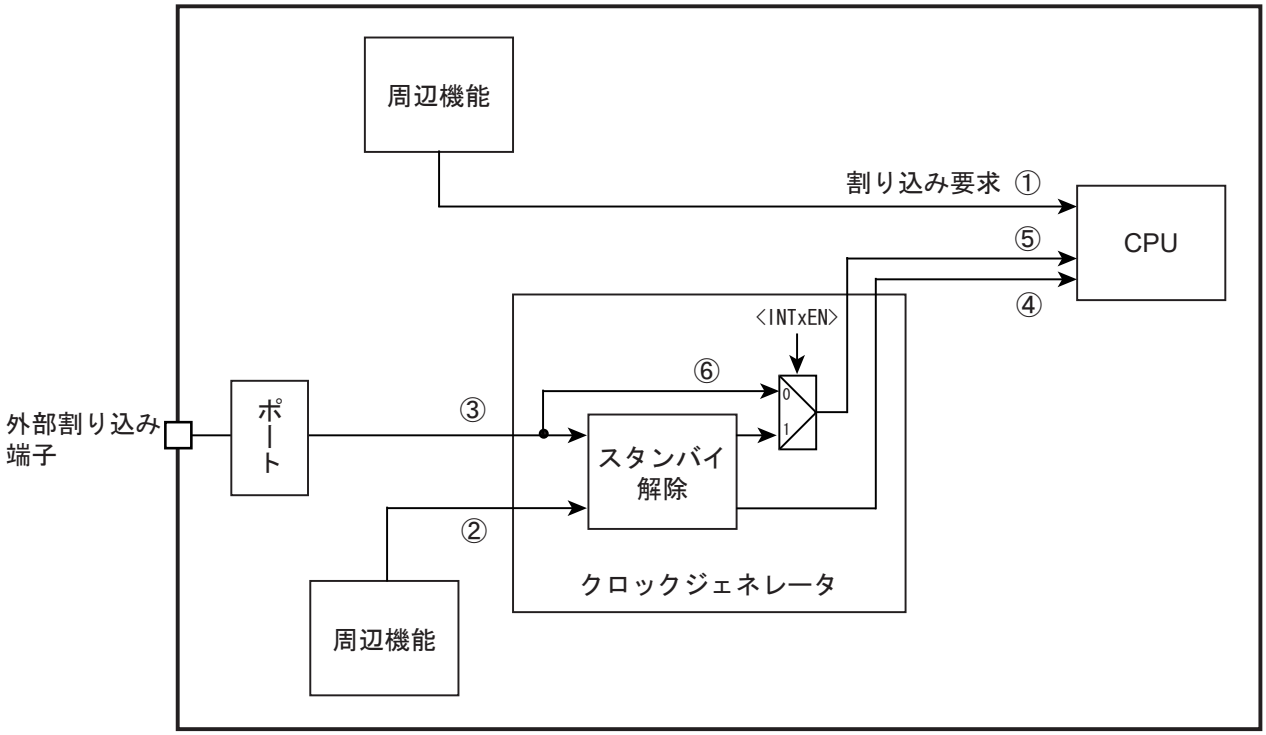

図 7-1 割り込みの経路
割り込み要求の経路を図 7-1 に示します。
外部割込み端子からの入力信号は、入力ディセーブル(PxIE<PxmIE>="0")の場合"High"となります。また、外部割込みをスタンバイ解除要因として使用しない場合（「図 7-1 割り込みの経路」の⑥ の経路)、外部割込み端子からの入力信号がそのまま CPU に伝わります。CPU は"High"入力を割り込みとして認識しますので、入力ディセーブルのまま CPU で該当する割り込みを有効にすると割り込みが発生します。